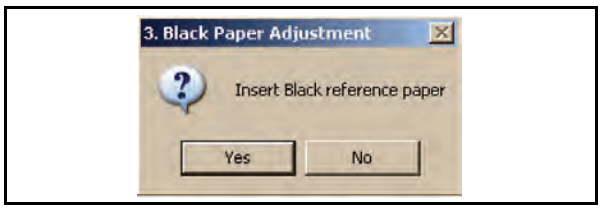

Figure 6-13 Insert Black Reference Paper Request Screen
8. When the White Paper Adjustment is finished, the message window shown in Figure 6-13 will appear.